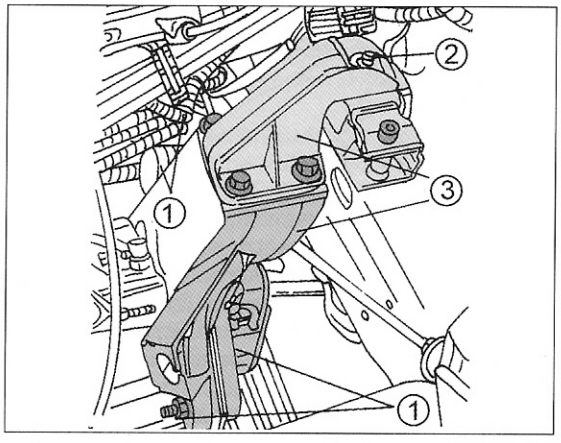

Bild 205
● Die Getriebeaufhängung wird unter Bezug auf Bild 205 ausgebaut. Zuerst die vier Schrauben (1) herausdrehen und dann die Mutter (2) abschrauben. Kontrollieren, dass der Motor einwandfrei auf dem Wagenheber aufsitzt oder durch die Seile/Ketten gehalten wird und die beiden Teile der Getriebeaufhängung herausnehmen. Die Motoraufhängung sieht nicht bei allen Fahrzeugen gleich aus.
● Die Getriebeaufhängung entsprechend Bild 205 montieren. Die Schrauben (1) mit 50 Nm, die Mutter (2) mit 80 Nm anziehen.